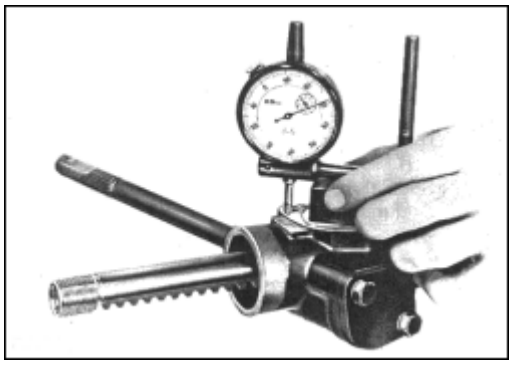

Abb. 5 Höchste Stellung des Gleitsteins ermitteln
9. Messblock auf Gleitstein setzen und Zahnstange von Anschlag zu Anschlag fahren, bis die höchste Stellung des Gleitsteins festgestellt wird. Messuhr ablesen, Abb.5.